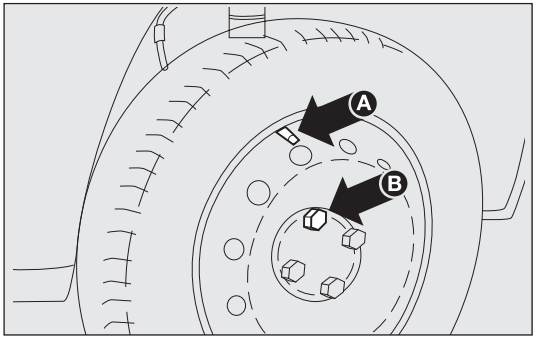

fig. 138
- ❒ fit the standard wheel by inserting the first bolt two threads B-fig 138 into the hole closest to the inflation valve A;